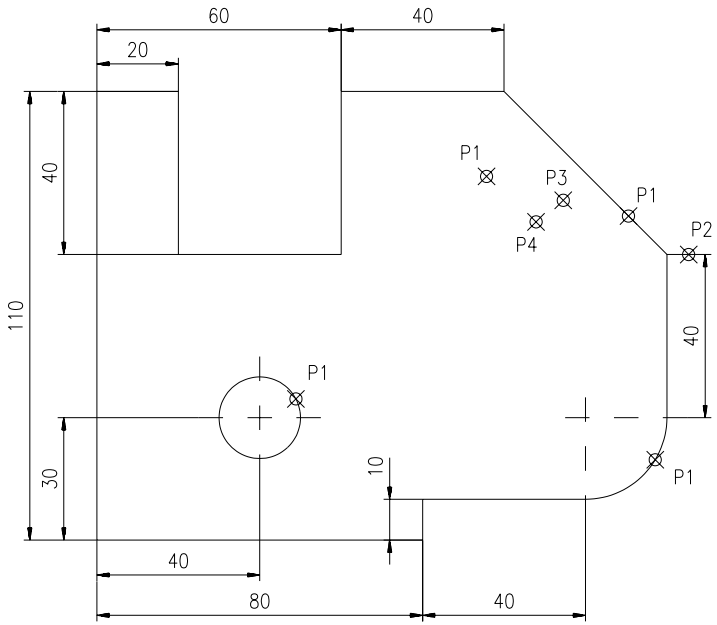

Fig. 5.30
6. Cotarea dimensiunilor radiale, unghiulare şi trasarea liniei de indicație (fig. 5.30). Pentru aceasta din urmă, se va avea în vedere înlocuirea formei săgeții din *arrow* în *dot*. Pentru cotarea unghiulară se va *exploda* mai întâi cota verticală de 40 (mm), pentru a defini prima linie ajutătoare, dialogul fiind următorul:
Pentru cotarea cercului punctul de selecție va fi P1 (fig. 5.30), nu înainte de a fixa valoarea abaterilor inferioară *(Lower Value* – 0.020) şi superioară (*Upper Value* – 0.010) ale diametrului respectiv, urmând traseul: